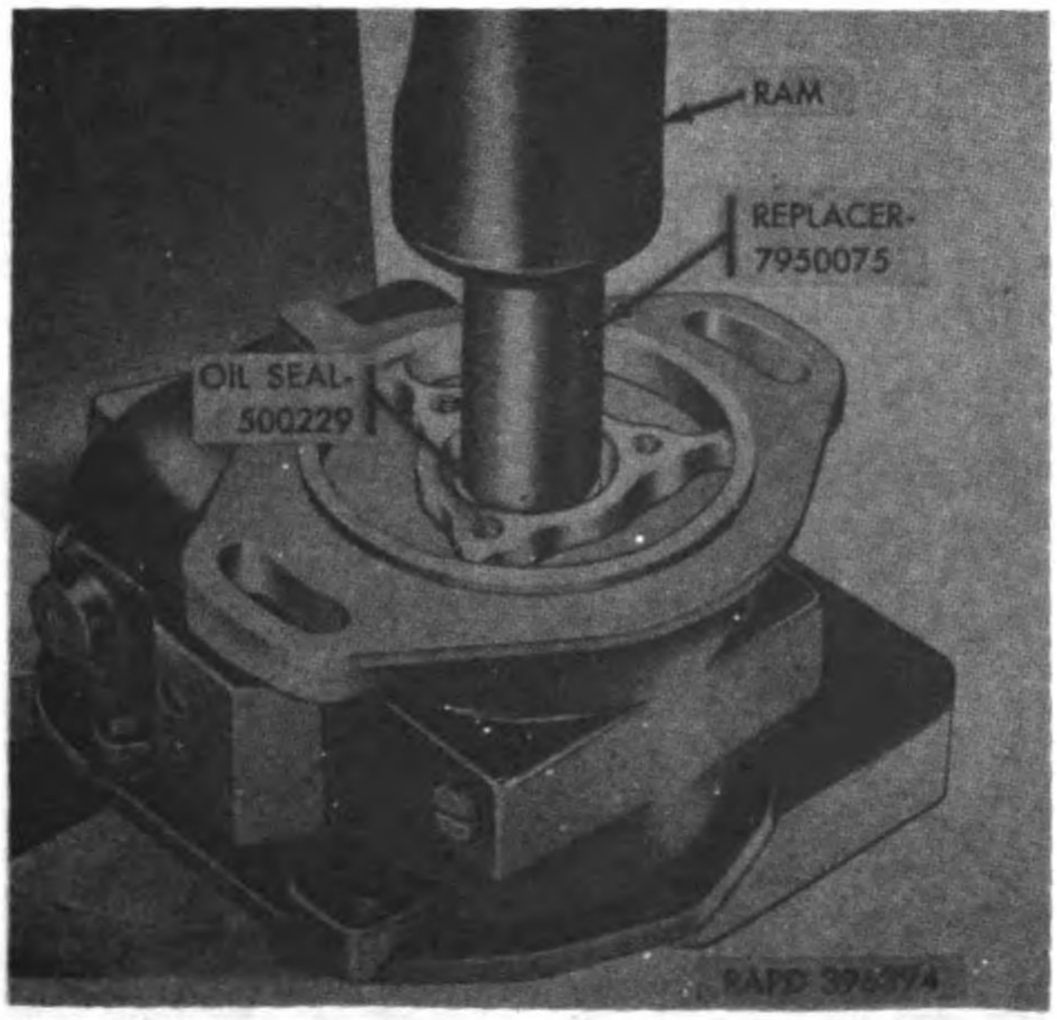

Figure 18. Installing oil seal.
c. Support housing in an arbor press. Place the oil seal in the housing with the sealing member toward the drive end of the magneto and press into place with replacer 7950075 (fig. 18).